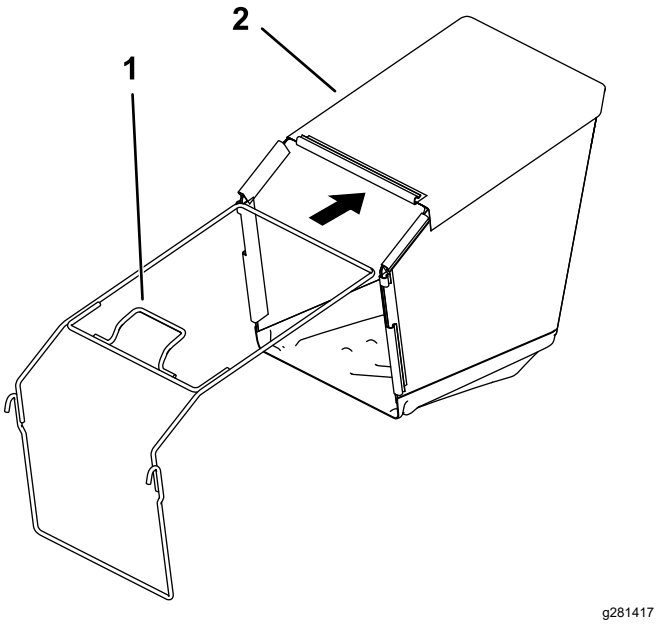

Figuur 6
2. Breng het frame aan in de grasvanger met de handgreep boven de grasvanger (Figuur 6).